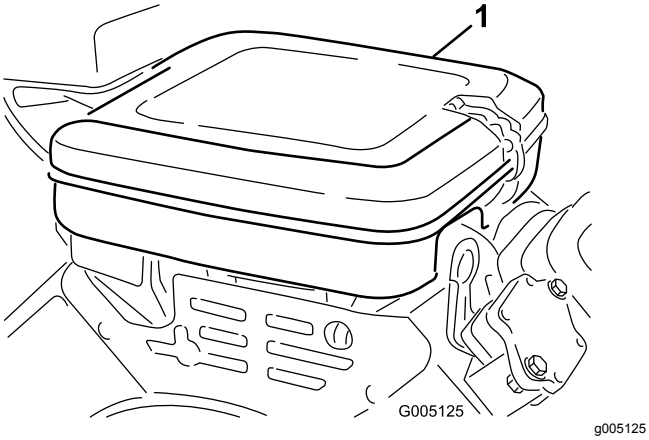

Figuur 40
1. Reinig het luchtfilterdeksel (Figuur 40).